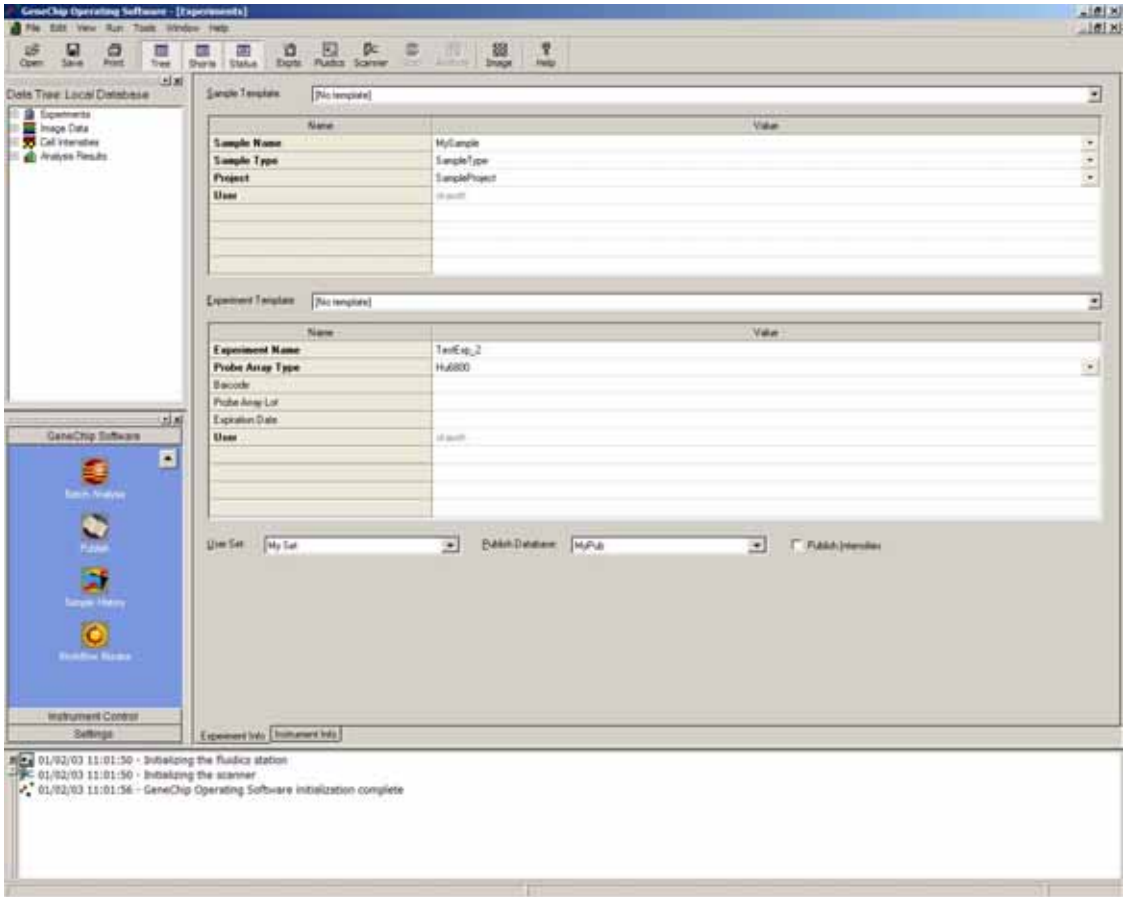

Figure A.24
66. Enter the following information for Experiment 2 **(Figure A.24)**: